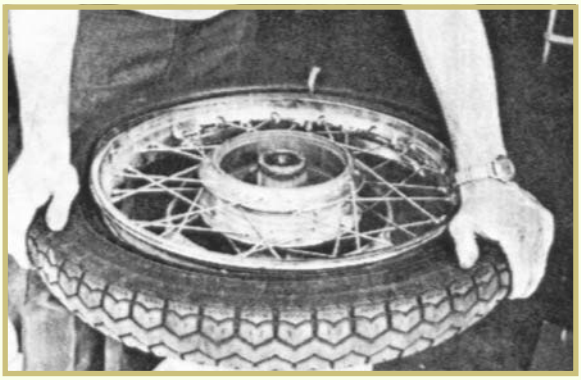

FIGURE 33—The technician is pushing the tire beads from the bead seats into the rim center.
5. Press the bead away from the rim on both sides of the wheel by squeezing the beads together by hand until the beads drop in the valley (Figure 33). This frees the beads from the bead seats.